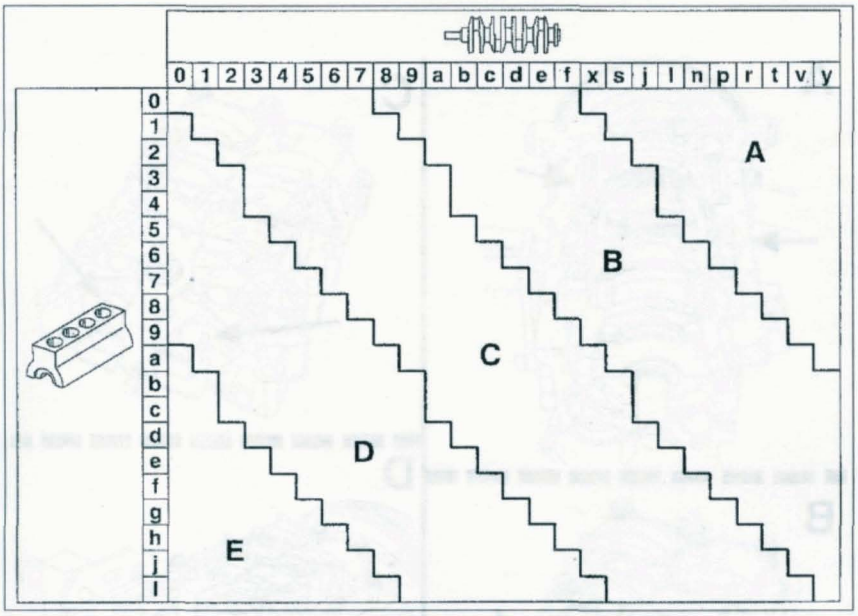

FIGURE 1-33
• Déterminer la classe des coussinets à monter en vous référant aux tableaux d'appariement **(figure 1-33)**.